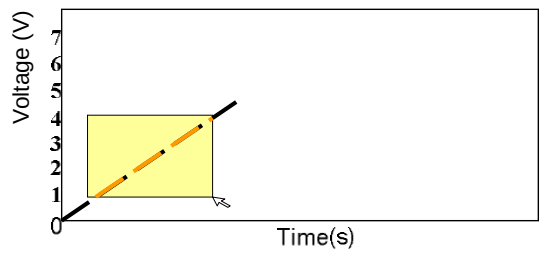

Figure 2
7) Select the range on the line that appears *linear (a straight line)* by highlighting it as shown in Figure 2, then select "Linear Fit" from the "Fit" menu. Record your results for slope *m* in column 1 of the table to the right, and then print this graph.
2) Why is the slope of the voltage vs. time graph in Figure 2 a straight line instead of curved like an exponential?